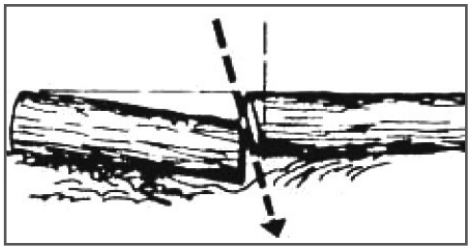

Рис. 17 Косой пропил
3. Если отпиленная часть бревна может осесть и прижать другую часть бревна, делается косой пропил (Рис. 17).